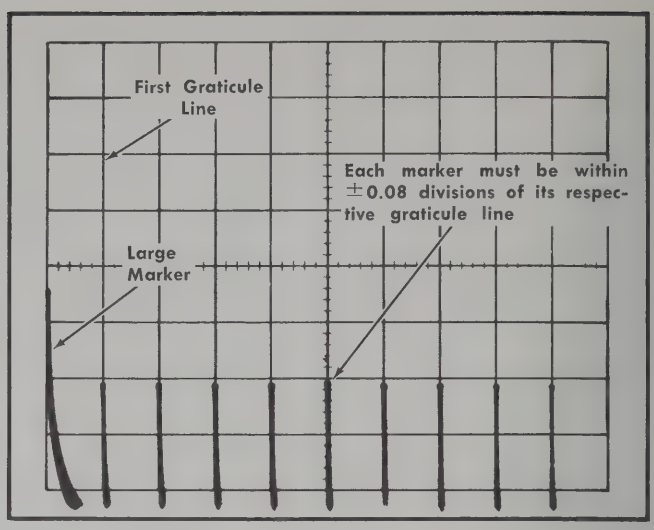

Fig. 6-45. Typical CRT display when checking magnifier timing and linearity.
c. CHECK—CRT display for one small marker each division between the first and ninth graticule line (see Fig. 6-45). With the second marker positioned to the first graticule line, the tenth marker must be within ±0.16 division of the ninth graticule line (timing within ±2% when normal sweep calibration, step 38, is adjusted correctly; otherwise check within ±5%).
d. CHECK—Each marker in CRT display must be within ±0.08 division of its respective graticule line (linearity within 1%; see Fig. 6-45).